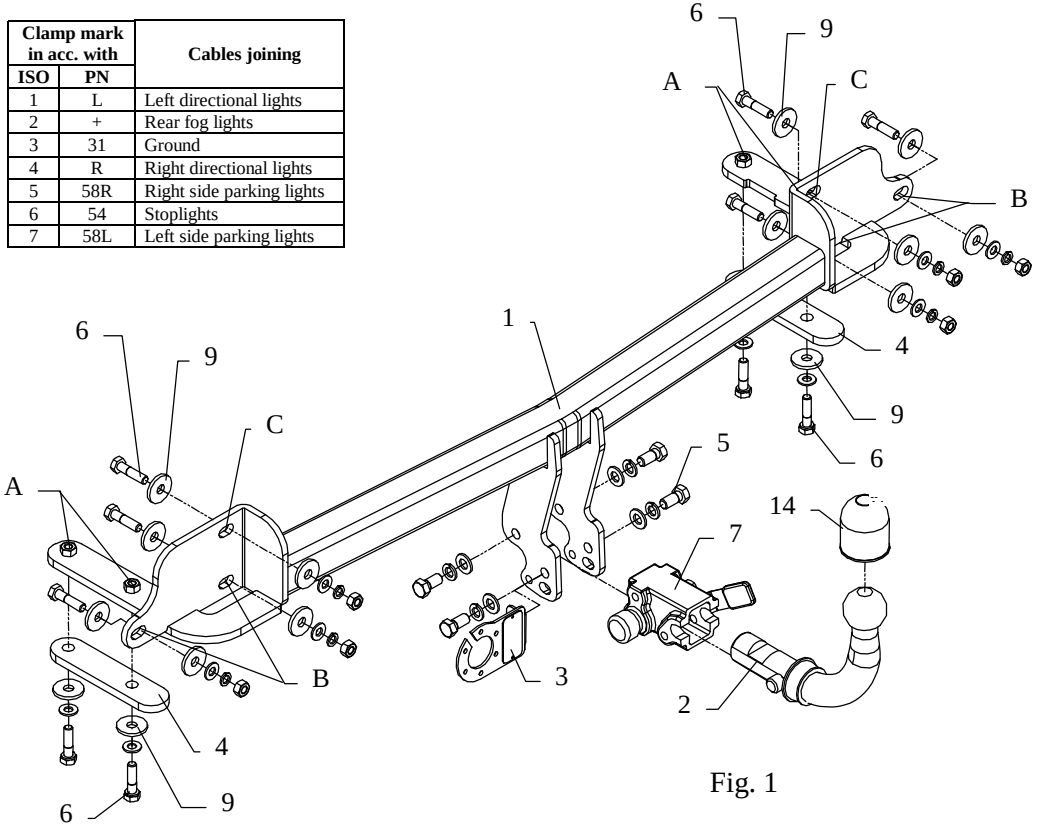

Fig. 1
4. Put main bar of towbar (pos. **1**) into chassis and screw loosely according to fig. 1 through hole pos. **A** using bolts M10x40mm (pos. **6**).